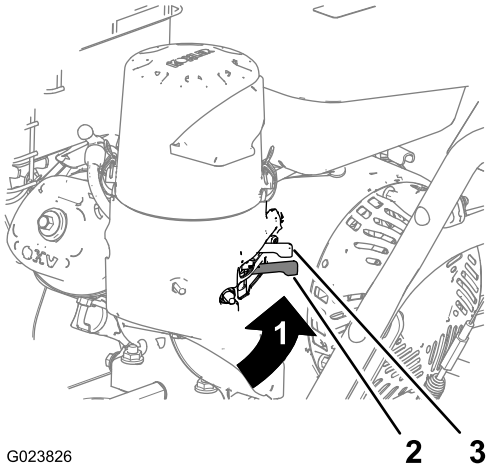

Figure 9
Tournez le robinet d'arrivée de carburant, situé sous le starter, vers la droite pour ouvrir l'arrivée de carburant (Figure 9).
2. Sur le côté arrière gauche du moteur, déplacez la commande de starter vers la gauche en position EN SERVICE. Si le moteur est chaud, laissez le starter en position HORS SERVICE (Figure 9).
5. Laissez chauffer le moteur quelques minutes, puis tournez la commande de starter vers la position HORS SERVICE (Figure 9).
5. Le robinet d'arrivée de carburant vous permet de couper l'arrivée de carburant si vous n'avez pas l'intention d'utiliser la machine pendant plusieurs jours, lorsqu'elle est rangée dans un local fermé et pendant son transport d'un lieu à un autre (Figure 9).